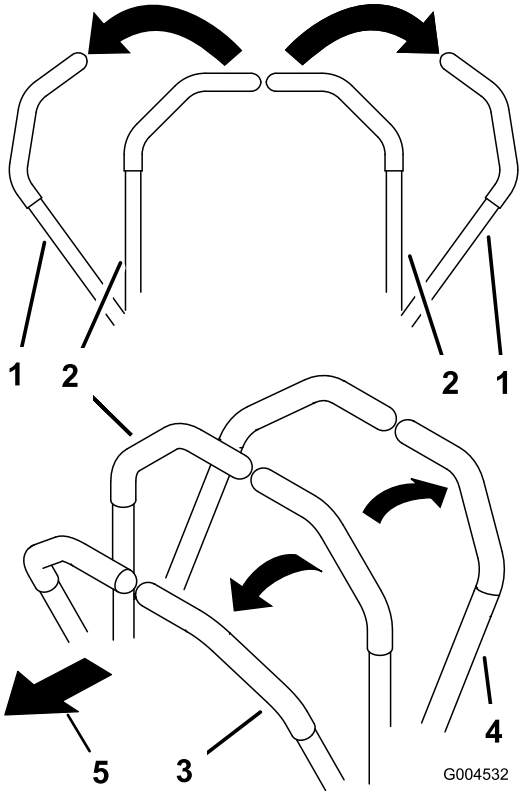

Figur 22
1. Flytt alle kontrollhåndtakene til nøytral, låst stilling (Figur 22).